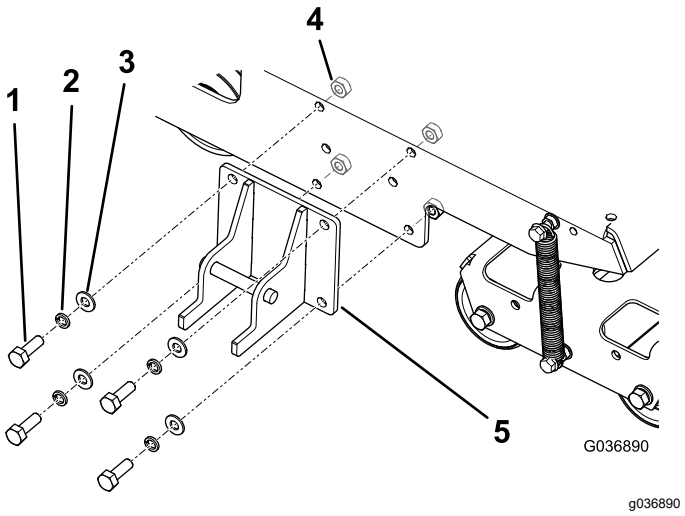

**Figur 4**
1. Montera fast låsfästet på maskinens ram enligt Figur 4.